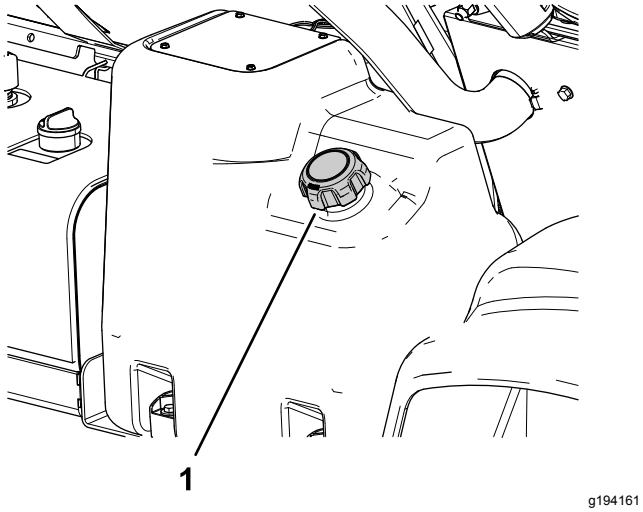

Figur 20
2. Rengör området runt tanklocket (Figur 20).